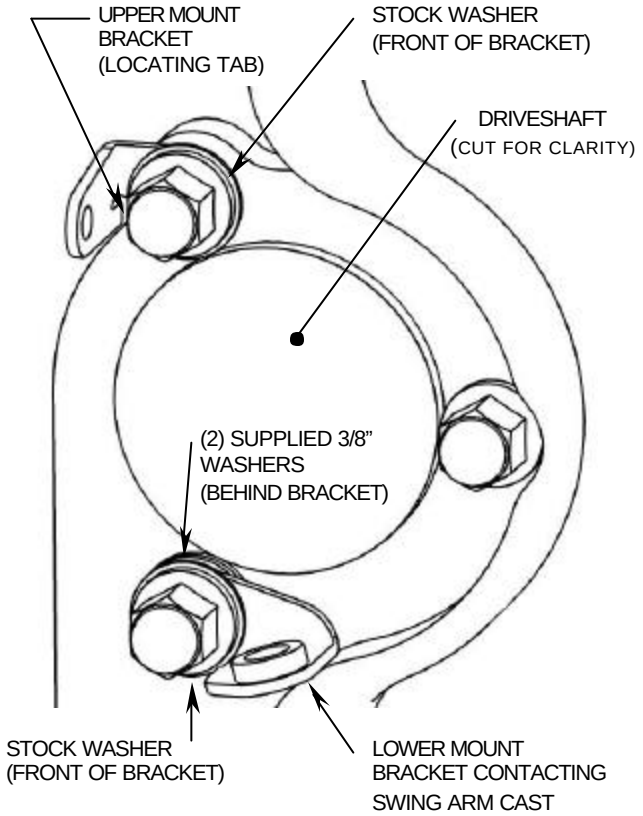

FIGURE 1
3. Install the (2) supplied 3/8 washers and then the lower mount bracket over the lower exposed stud. Place the stock washer over the bracket and install using the stock acorn nut, but **do not fully tighten**. Orient the bracket so the flat surface rests against the swing arm casting. See Figure 1.
4. Install supplied upper mount bracket over the upper exposed stud. Place the stock washer over the bracket and install using the stock acorn nut, but **do not fully tighten**. Orient the bracket so the locating tab rests against the driveshaft casting. See Figure 1 for final bracket positions.